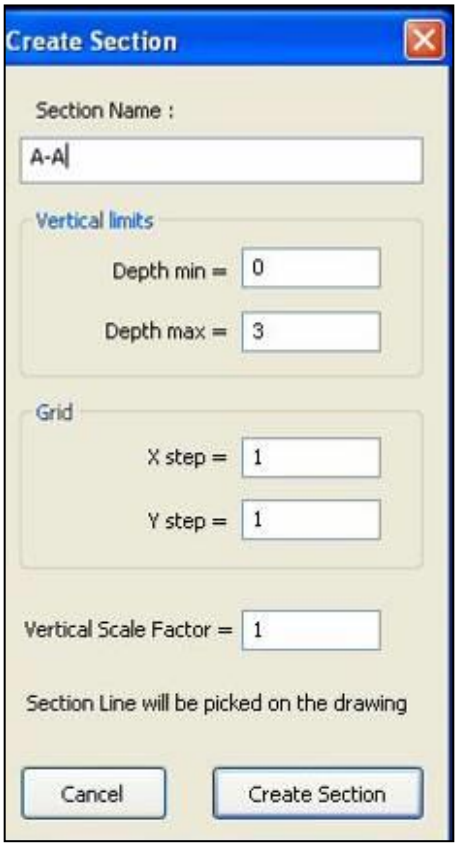

Fig. 3.3 - Dialog window parameter section parameters
5. *Make Section*  allows you to automatically obtain schematic longitudinal, traversal, horizontal and diagonal sections of the cartography imported from the Data Base. Activating this button the window in Fig. 3.3 will appear in which you can decide which section perform. To create a section you must edit the following fields: